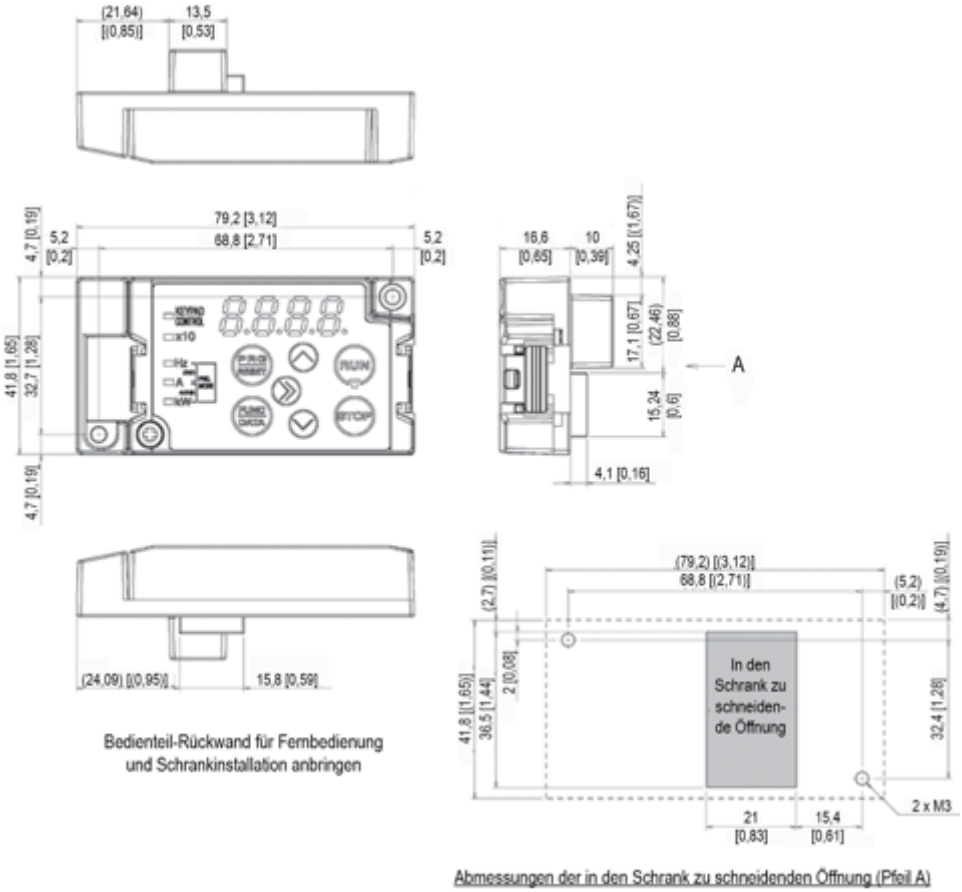

Abbildung 0-6 Positionen der Befestigungsschrauben und Abmessungen der auszuschneidenden Aussparung
(3) Schneiden Sie am Schrank die Aussparung zum Einbau des Bedienteils aus (siehe Abbildung 0-6).